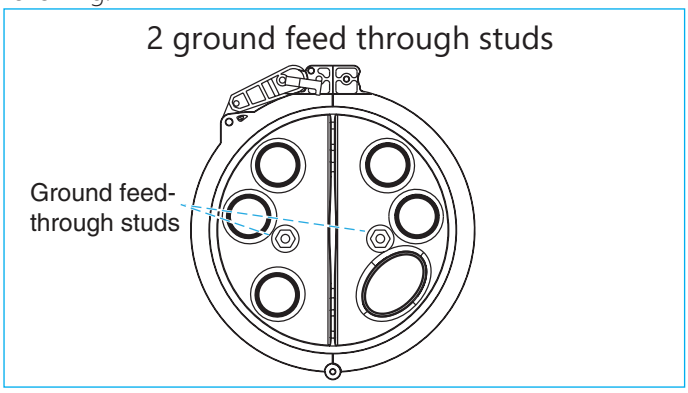

Figure 17.
• Grounding using two ground feedthrough studs. (Figure 17)